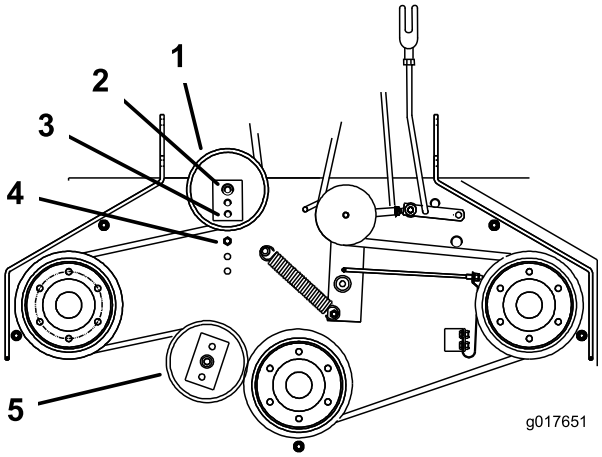

Figura 48
6. Si no es posible ajustar más el tensor y la correa todavía está floja, será necesario cambiar la polea tensora trasera al taladro central o delantero (Figura 48). Utilice el taladro que permita el ajuste correcto.
7. Cuando se cambia de posición la polea tensora, será necesario cambiar también la guía de la correa. Mueva la guía de la correa a la posición delantera (Figura 48).